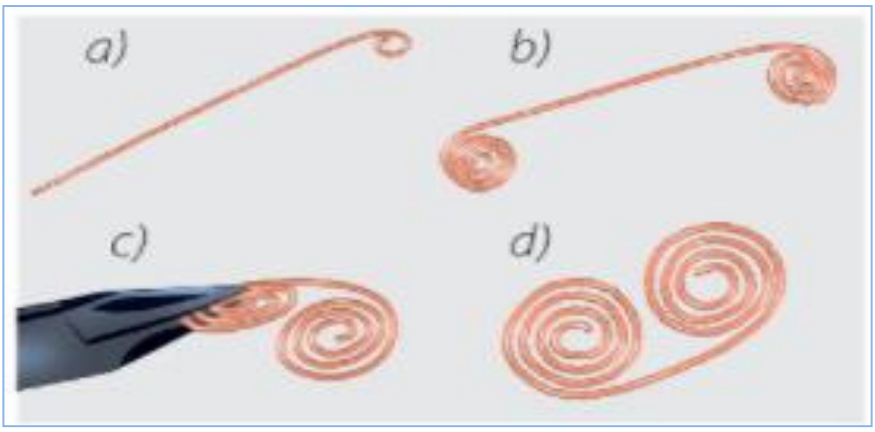

Figura 5
2. În imaginea alăturată (Figura 5) sunt prezentate etapele de lucru pentru executarea semnului de carte. Descrieți modul de lucru pentru obținerea produsului.